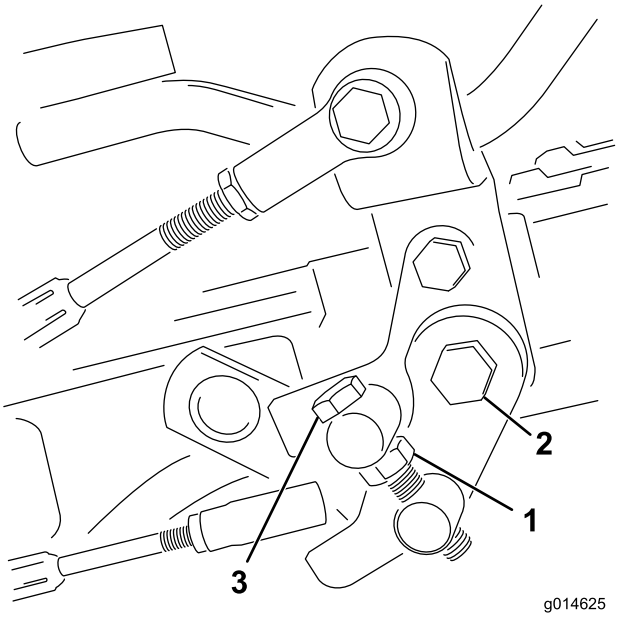

**Figure 49**
1. Desserrez l'écrou de blocage sur le boulon de tourillon (Figure 49).
4. Serrez l'écrou de blocage sur le boulon de tourillon et l'écrou sur le pivot de la pédale pour bloquer le réglage (Figure 49). Vérifiez le réglage et ajustez-le si nécessaire.